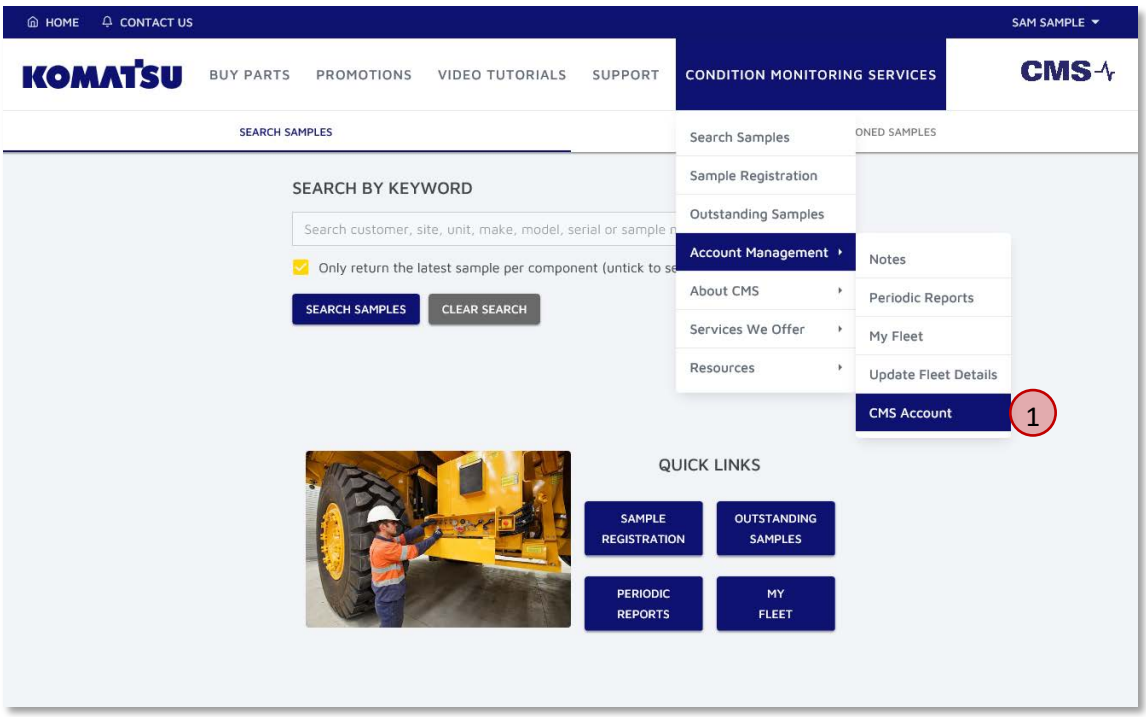

Figure 9.1 Accessing My Account
We can view and update these details and preferences through the **CMS Account** page, which can be accessed by selecting **Condition Monitoring Services → Account Management → CMS Account** (① in Figure 9.1).
The first section relates to our user profile, containing our contact details (Figure 9.1). All fields can be updated, with the exception of our **display name, email address and country.** To update these three (3) values, please get in contact with the CMS team, who will be able to update these for you.